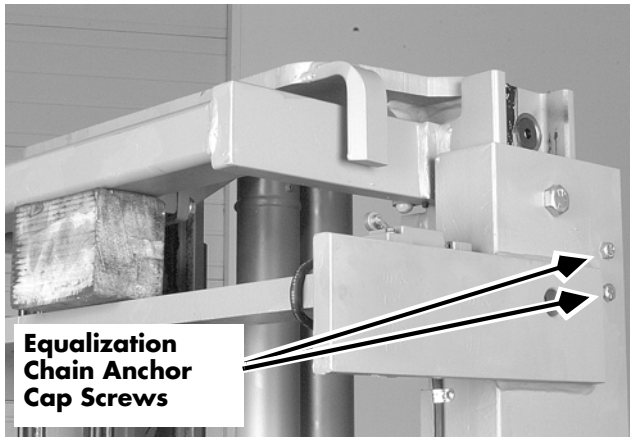

Figure 7-278: Equalization Chain Anchor Cap Screws
6. Remove the two (2) hex head cap screws holding the anchor in position. See Figure 7-278.